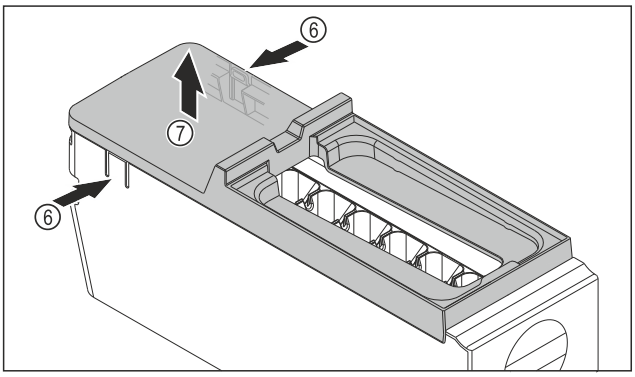

Fig. 142
▶ Vyjmutí krytu korpusu EasyTwist-Ice: Lamely *Fig. 142 (6)* na obou stranách korpusu EasyTwist-Ice stlačte jednou rukou.
▶ Kryt *Fig. 142 (7)* vyjměte druhou rukou nahoru.